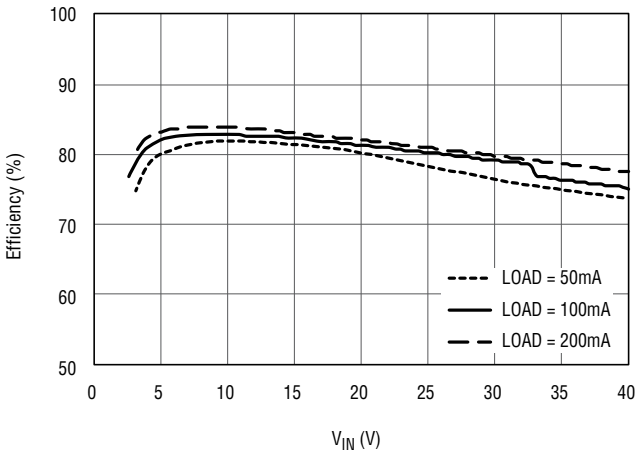

Figure 2. DC2119A Efficiency in Burst Mode
3. Connect a 500mA load to V_{OUT} as shown in Figure 2 (10Ω for V_{OUT} = 5V). Connect an ammeter if accurate current measurement or monitoring is desired.